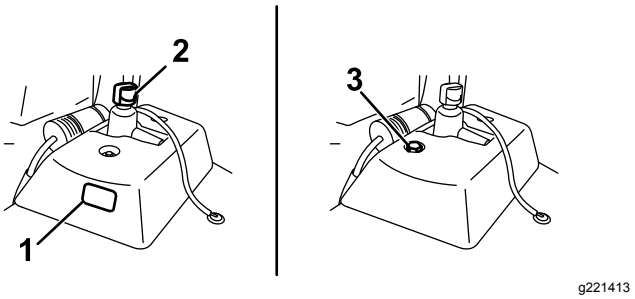

Figuur 48
- Als de hydraulische hulptank over een kijkglas beschikt, controleert u daar het oliepeil (Figuur 48) en gaat u verder met stap 5.
- Als de hydraulische hulptank niet over een kijkglas beschikt, gebruikt u de peilstok bovenaan de machine (Figuur 48) en gaat u verder met stap 3.